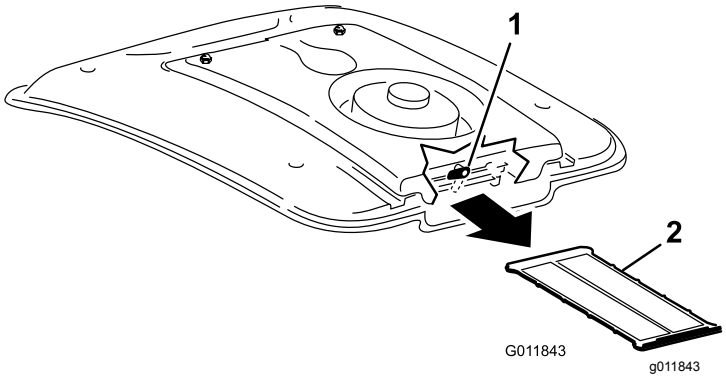

Figuur 117
2. Draai aan de achterzijde van de ventilatorbeugel de vergrendeling opzij (Figuur 117).
3. Schuif het airco-scherm onder de airconditioningspoel uit (Figuur 117).
4. Reinig het scherm grondig met perslucht (Figuur 117).